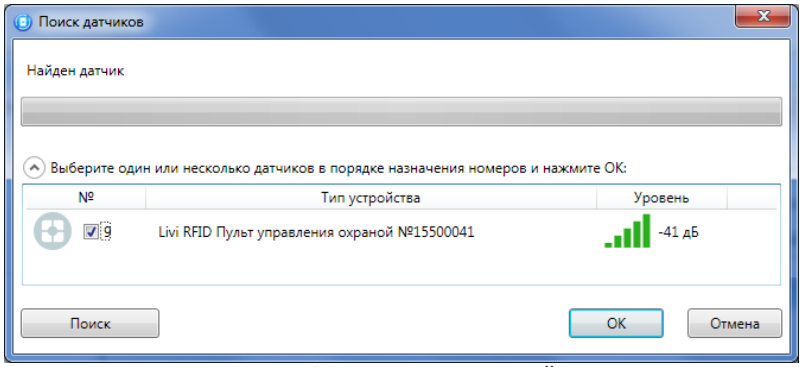

Рисунок 4.34 — Поиск радиоустройства
4. В следующем окне (см. рисунок 4.34) будет отображен список устройств, доступных для связывания в радиусе действия радиоканала. Если подключаемого устройства нет в списке, то его следует повторно перевести в режим связывания (любое устройство серии Livi находится в режиме связывания ровно 60 секунд).